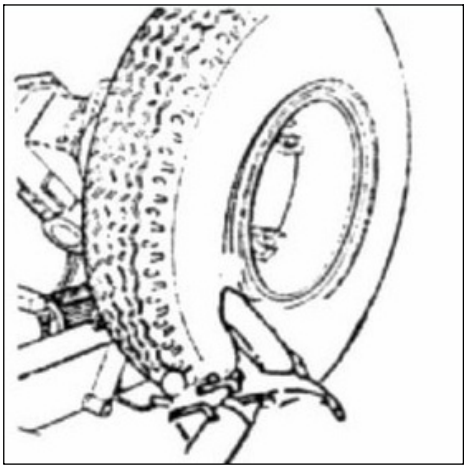

Fig. 22
3) Introduzir o disco circular no aro da roda. (como indicado na ***Fig. 22***)